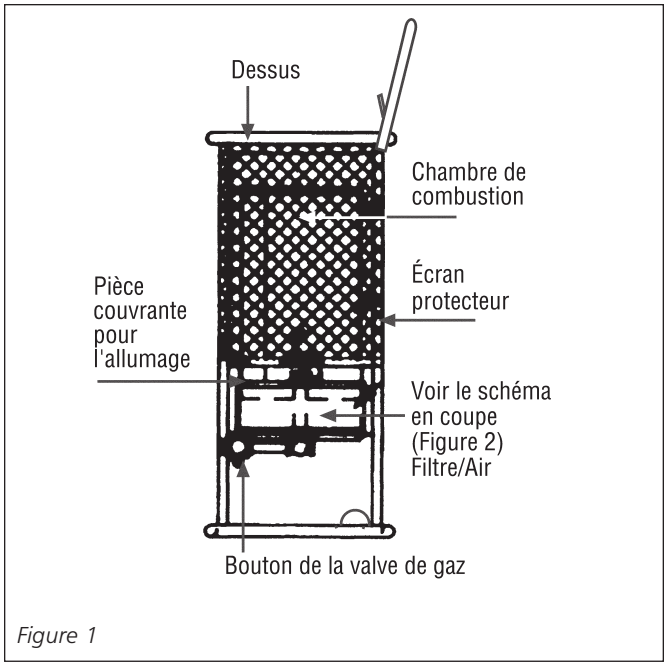

Figure 1
6b Pour allumer la veilleuse, déplacez le couvercle du trou d'allumage (voir figure 1) et placez une allumette allumée dans le trou. Appuyez sur le bouton de la valve de gaz et maintenez-le enfoncé pendant l'allumage tout en observant le bouton de la veilleuse. Assurez-vous que l'allumette allume le brûleur. Laissez la veilleuse brûler pendant environ 30 secondes avant de relâcher le bouton de la valve de gaz. Si la veilleuse ne reste pas allumée, répétez la démarche d'allumage et attendez un peu plus longtemps avant de relâcher le bouton de la valve de gaz.
7. Faites tourner le bouton de la valve de gaz en sens anti-horaire jusqu'à la position « ON » (voir figure 1). Le brûleur s'allumera. Le bouton de tour dans le sens des aiguilles d'une montre jusqu'a l'arret pour la position de feu basse.